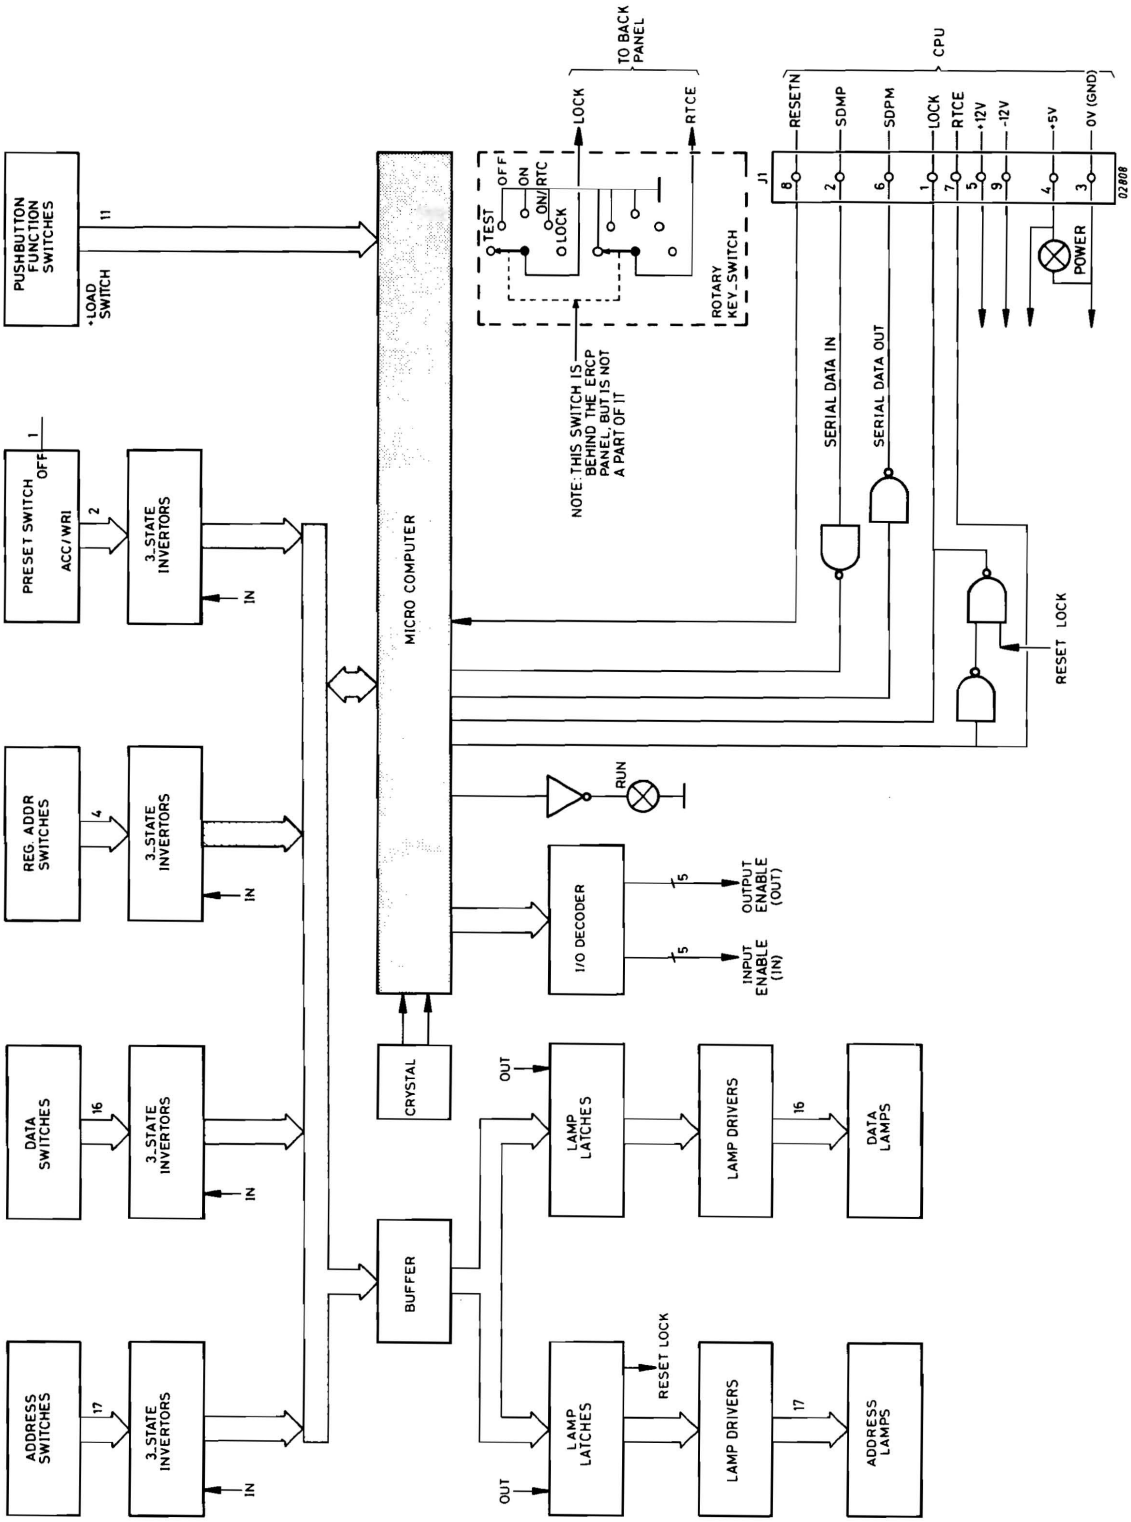

Figure 6.6 ERCP BLOCK DIAGRAM
6.10 ERCP CONFIGURATION (FIGURE 6.6 THR. 6.9)